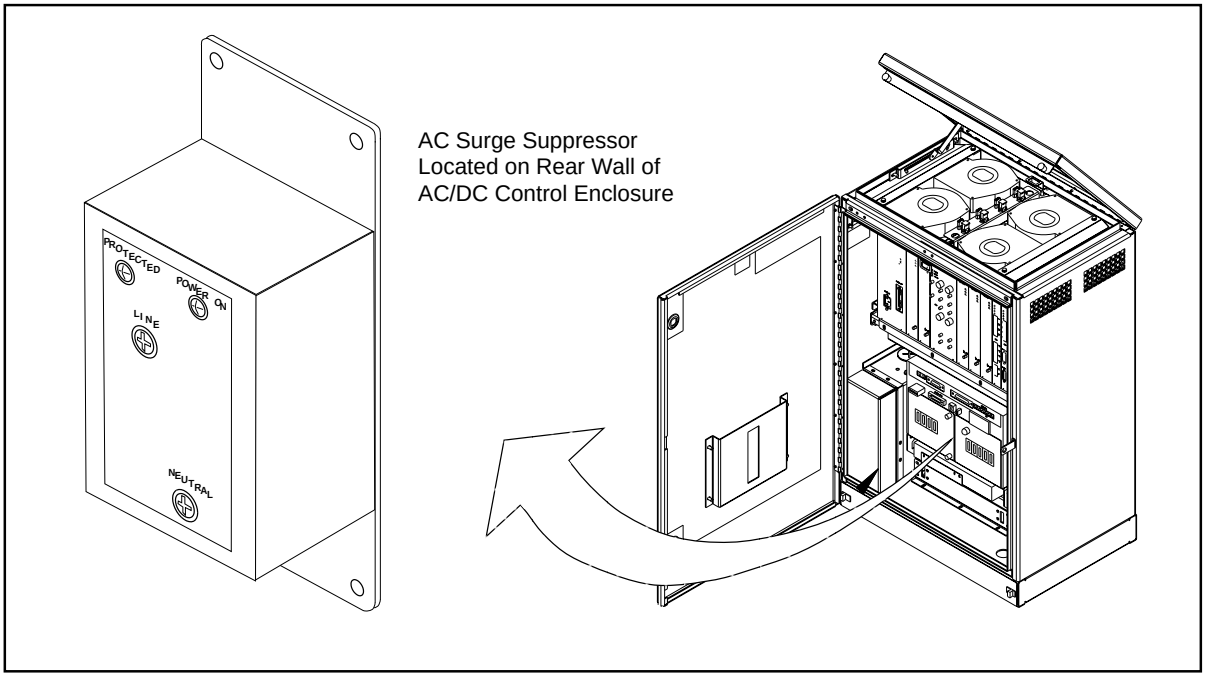

Figure 5-27. AC Surge Suppressor Assembly
5. Open the front of the AC/DC Distribution Box and locate the AC Surge Suppressor on back wall. See Figure 5-27 on page 5-53.